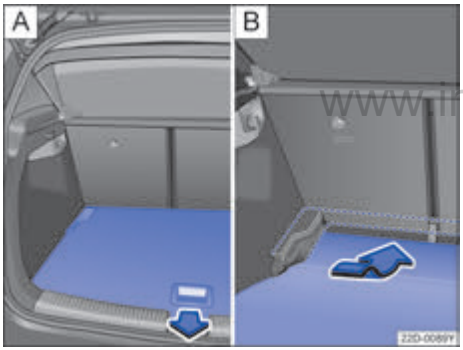

图 128 行李厢内：竖起行李厢底板（视装备而定）。
– 拉起行李厢地板，然后将它从行李厢侧面的导轨中向后拉出→ 图 128。
– 将行李厢地板插入所需高度的导轨中，然后向前推到底→ 图 128。